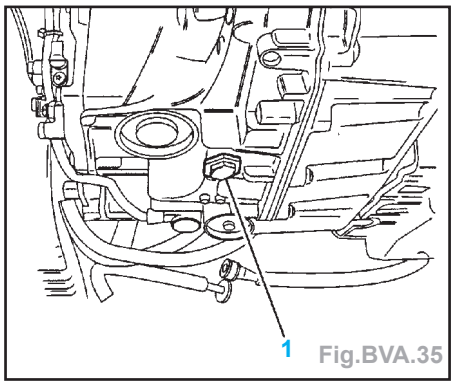

Fig.BVA.35
- Huile de boîte de vitesses chaude, déposer la vis (1) (6 pans de 27 mm) (Fig.BVA.35).